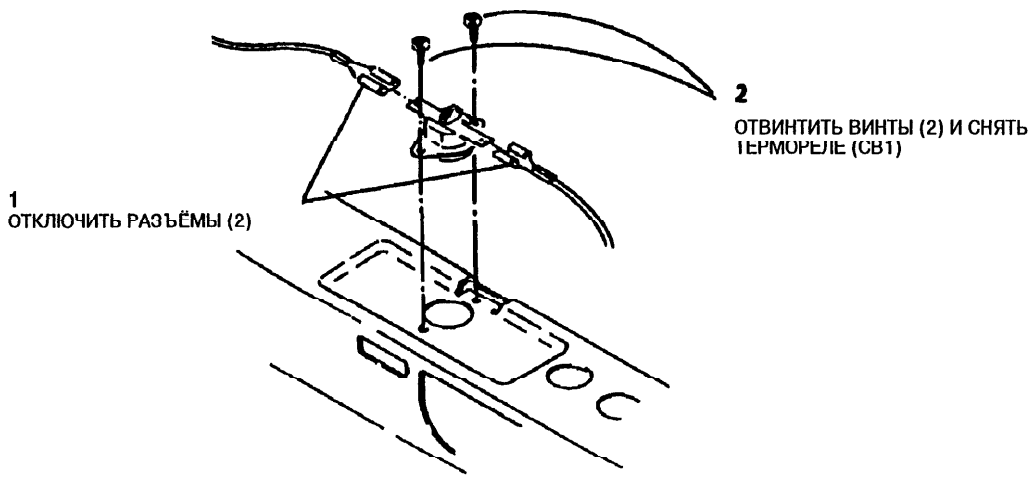

Рис. 1. Снятие термореле (CB1)
2. (Рис. 1): Снять термореле (CB1).